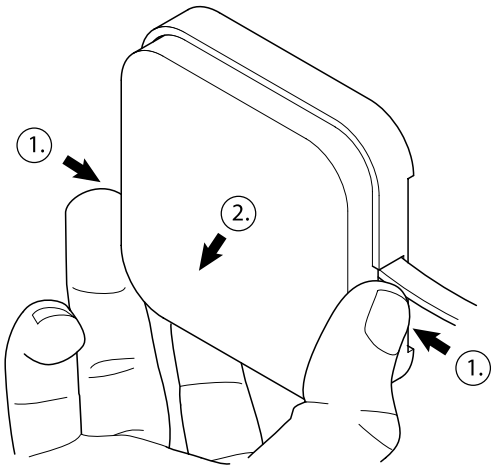

Fig. 19-1: Deckel der Design Abdeckung Tronic entfernen
- Deckel der Elektronikabdeckung Design Abdeckung Tronic gemäß Fig. 19-1 abnehmen.